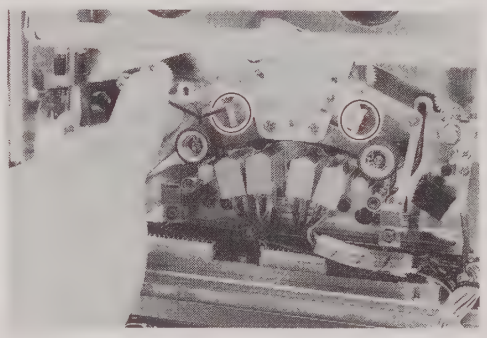

Fig. 5-27
3. Position white plastic pieces at right and left so that gap between pinch roller and capstan is approx. 0.7mm (0.03in). Normally, readjustment is not required. (See Fig. 5-27)